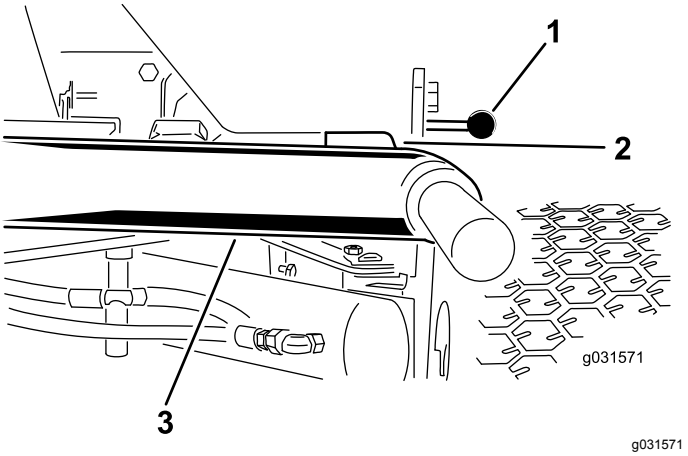

Figur 13
1. Starta motorn, höj upp klippenheterna och kontrollera att spelet mellan varje lyftarm och golvplattans fäste är 5–8 mm. Se Figur 13.